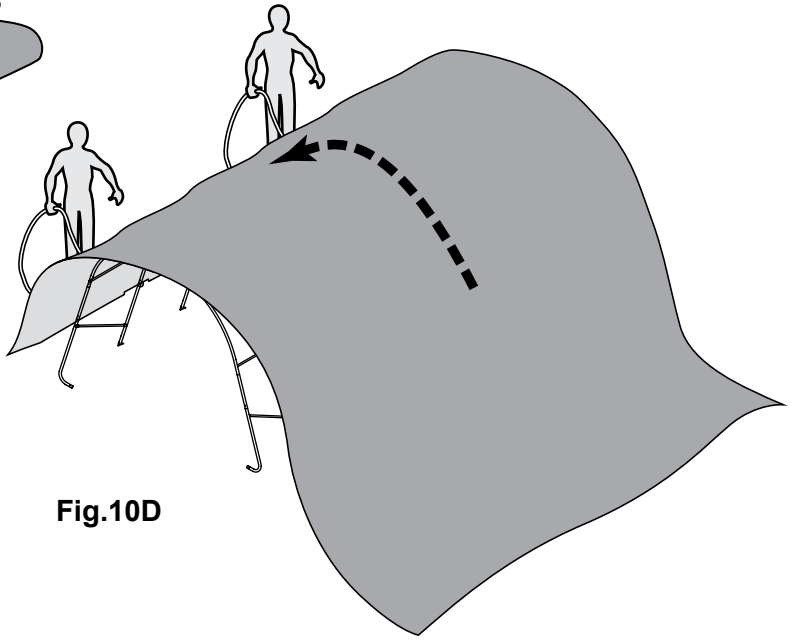

Fig.10D
D. Allez de l'autre côté de l'armature et placez la toile sur l'armature en tirant sur les cordes. Cette opération peut nécessiter deux personnes ou plus (fig. 10D).